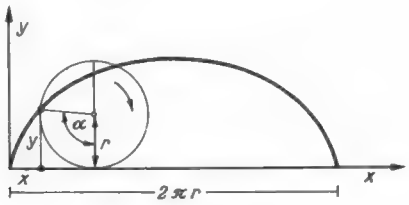

Bild 1. Die Zykloide
4. Zu Abschnitt D, Zykloide (Bild 1)